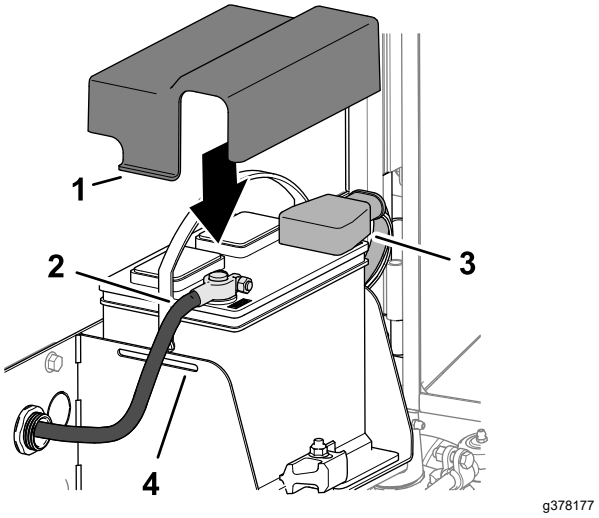

Figur 97
1. Anslut batteriets pluskabel (röd) till batteriets pluspol (+) (Figur 97).